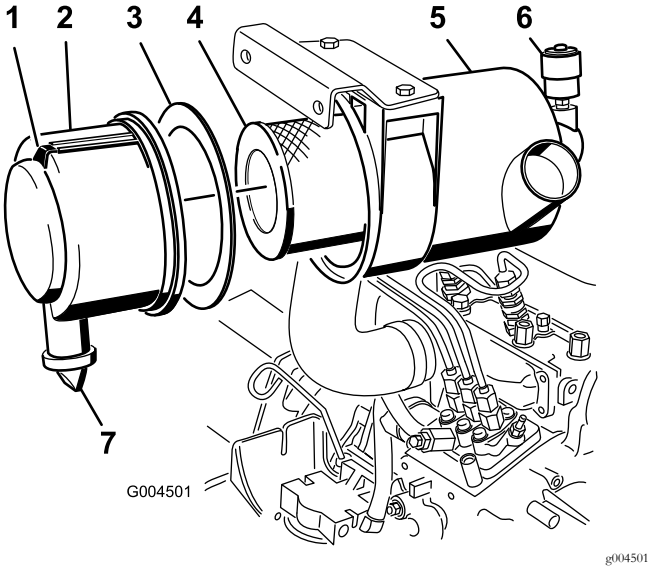

Figur 35
3. Efterse luftfilteret, når advarselslampen for luftfilter lyser rødt eller for hver 400 timer, og efterse det hyppigere under ekstremt støvede eller snavsede forhold (Figur 35).